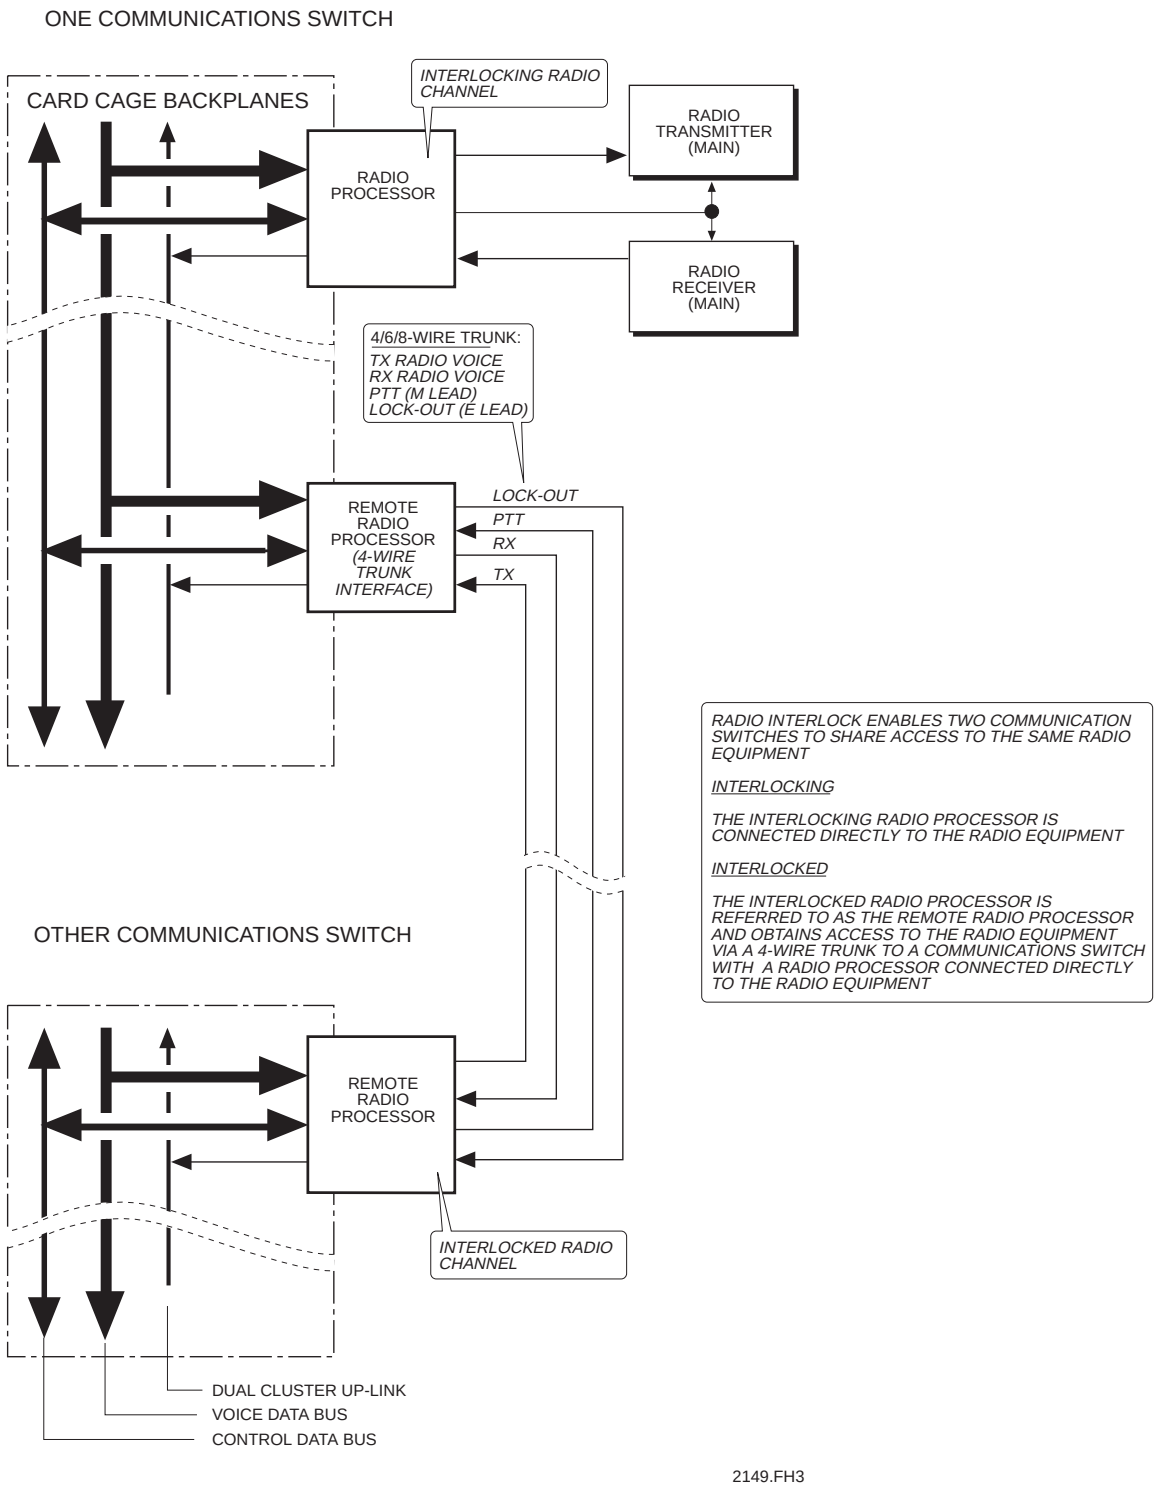

***Figure 5-27. Typical Remote Frequency Interlock Scheme***
**Figure 5-27** illustrates a typical remote frequency interlock scheme that uses standard DENRO boards in both communications switches. In the scheme, the Remote Radio Processor combines the functional elements of a Radio Processor and an E&M Interface.